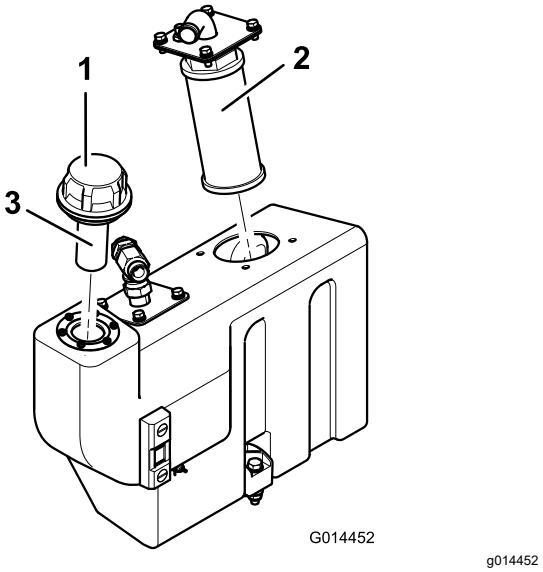

Figur 73
1. Ta bort oljetankens sugfläns så att du kommer åt sugfiltret (Figur 73).
2. Skruva loss och ta bort filtret och rengör det med paraffin eller bensin innan du monterar det (Figur 73).